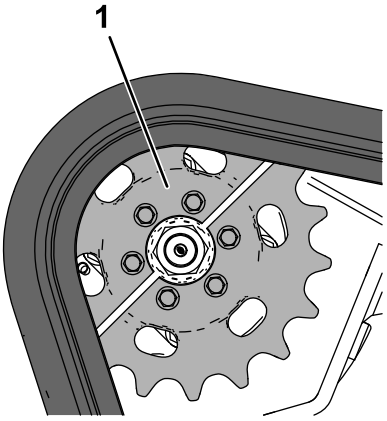

**Rysunek 60**
2. Ustaw maszynę na równym podłożu, upewniając się, że tylko jedna połowa koła łańcuchowego jest zaczepiona o gąsienicę (Rysunek 60)